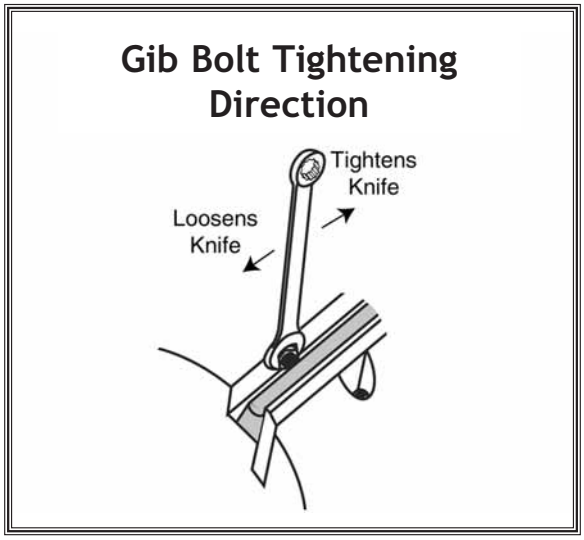

Figure 28. Gib tightening.
7. Lightly snug the gib bolts (**Figure 28**) to hold the knife in position.